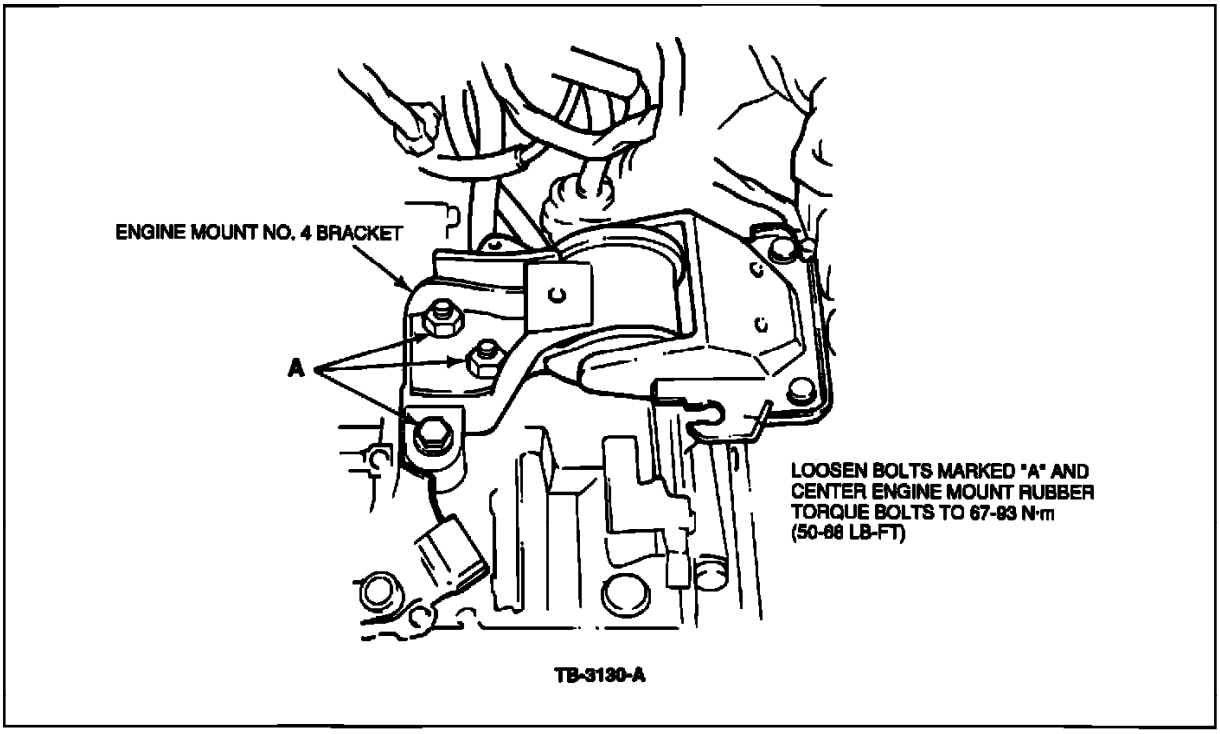

Figure 3
c. Loosen the three bolts marked "A" in Figure 3.
e. Retighten the three (3) bolts that were loosened in step "c" above to 50-68 lb.ft. (67-93 N-m).